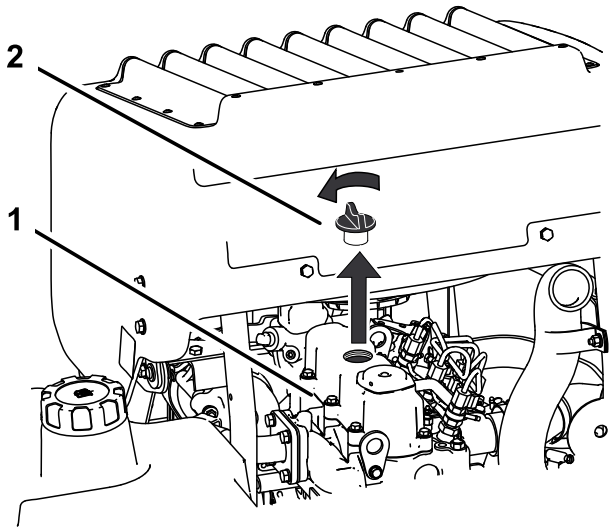

Figur 46
6. Ta bort oljepåfyllningslocket på motorns ovansida (Figur 46). Detta gör det lättare att tömma ut oljan.
2. Ta bort oljepåfyllningslocket och oljestickan (Figur 46).